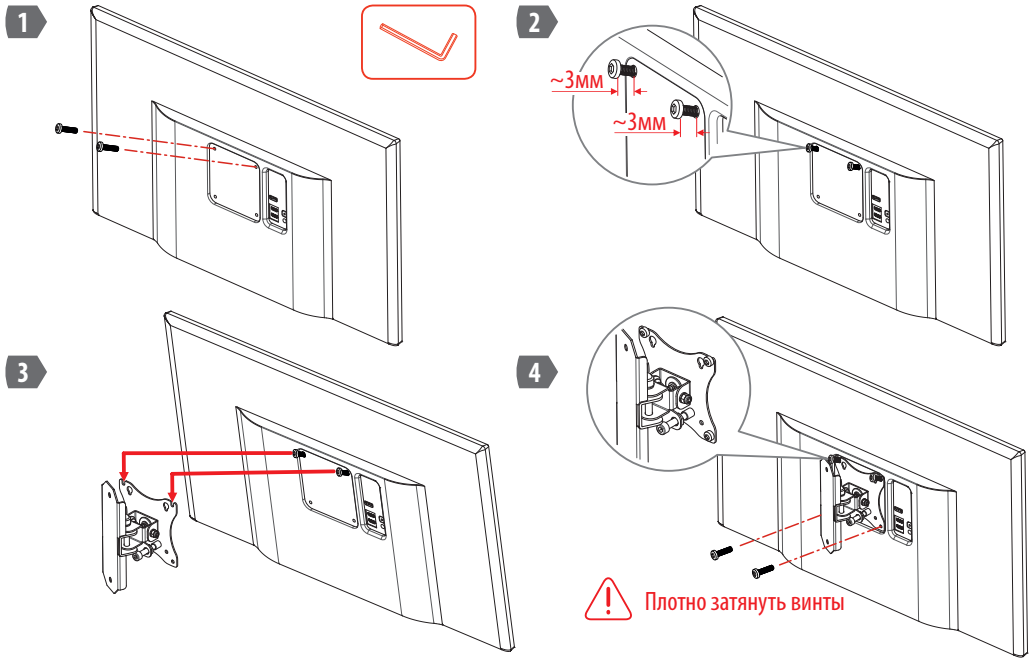

Рисунок 2. Монтаж телевизора/монитора на держатель (для VESA MIS-D 75, VESA MIS-D 100)
4.6 Процесс монтажа телевизора на держатель для VESA MIS-D 75, VESA MIS-D 100 показан на рис.2. Вверните винты М4 в крепёжные отверстия VESA на телевизоре/мониторе, оставив расстояние между головкой и корпусом около 3мм. Навесьте телевизор/монитор на держатель и вверните нижние винты в крепёжные отверстия VESA. Протяните все винты, убедитесь в отсутствии люфта монитора.